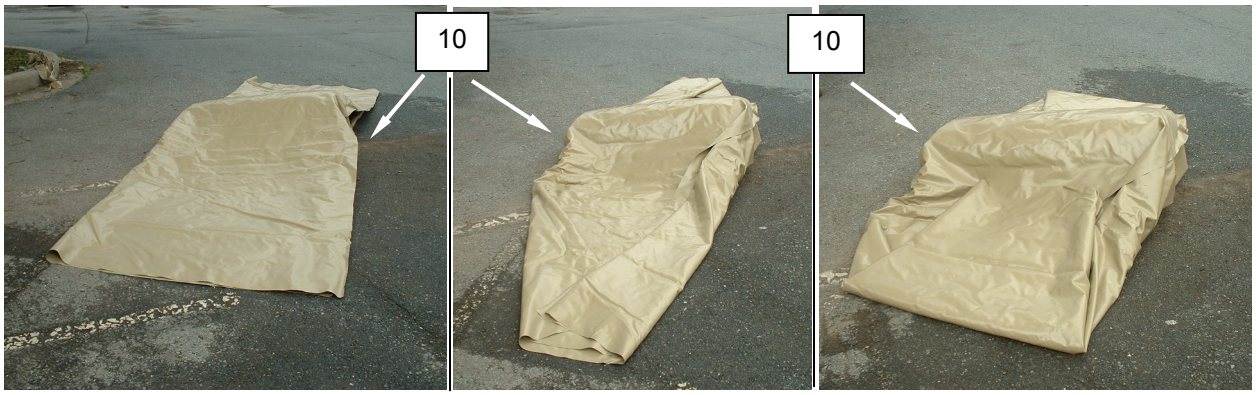

Figure 8. Prepare the 3000 Supply Water Tank for Movement.
18. Fold the ground cloth **(Figure 8, Item 5)** from the remaining side to cover the tank. Then fold the ground cover again to approximately two feet wide at both ends. Fold the ends of the ground cover to touch the tank.